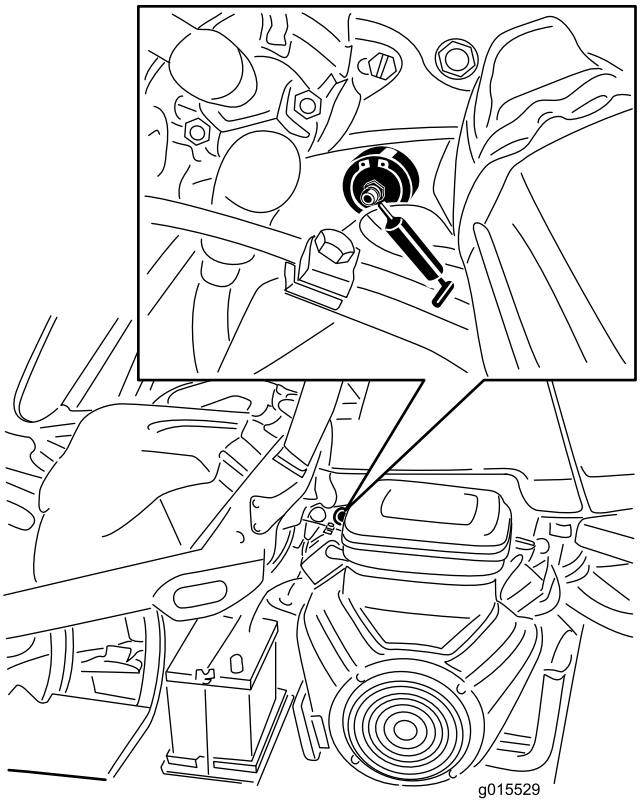

Figur 42
1. Tørk av smøreniplene slik at fremmedmateriale ikke kan komme inn i lagrene eller hylsene (Figur 42).